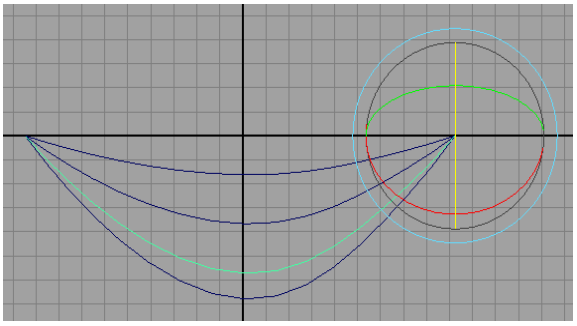

Figure 4-55 *The duplicate curve rotated*
4. Select the duplicate curves one by one and rotate them along the Z axis using **Rotate Tool**, as shown in Figure 4-55.